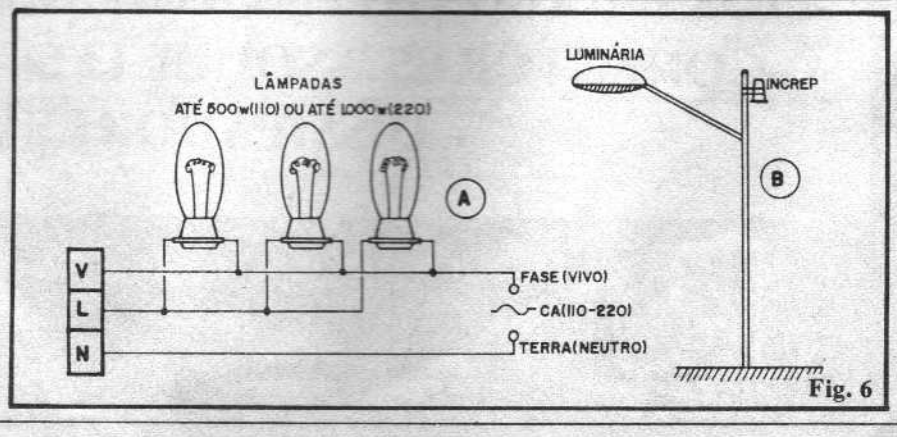
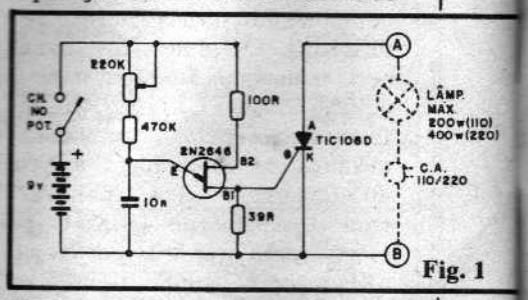
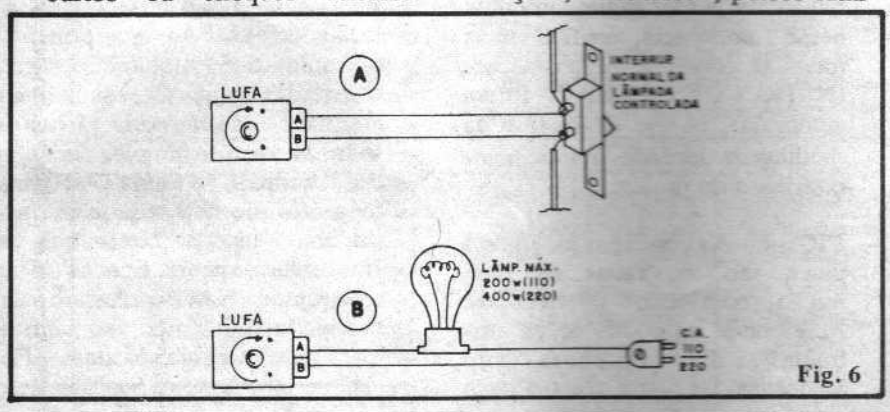

Fig. 6
Fig. 1
Fig. 6
A instalação elétrica é muito simples, esquematizada na fig. 6-A (e também no diagrama da fig. 1). Lembrar que, se a **soma** das wattagens das lâmpadas situar-se **dentro** dos limites indicados nas CARACTERÍSTICAS, nada impede (muito pelo contrário), que várias lâmpadas sejam simultaneamente controladas! Sob 220 V.C.A., por exemplo, nada menos que 10 lâmpadas de 100 watts cada, podem ser controladas, potência mais do que suficiente para iluminar grandes áreas externas, inclusive!
O ponto mais importante da instalação do INCREP é o posicionamento do próprio dispositivo, em relação às lâmpadas por ele controladas: conforme mostra a fig. 6-B (num exemplo típico de instalação externa) o elemento foto-sensor (LDR) deve ficar voltado para cima ("olhando" o céu...) e num ponto que **não receba** diretamente a luminosidade emitida pela lâmpada controlada (se isso acontecer, ocorrerão realimentações óticas que transformarão o INCREP num verdadeiro "pisca-pisca"...).
– **FIG. 1** – O "esqueminha" da LUFA mostra toda a simplicidade do arranjo circuital, que se vale de dois componentes de grande versatilidade: o transístor unijunção (TUJ) 2N2646 e o SCR (Retificador Controlado de Silício) TIC106D. O TUJ, com o auxílio dos resistores e capacitor, oscila numa frequência relativamente alta, cujo valor momentâneo pode ser ajustado através do potenciômetro de 220K, ao longo de faixa ampla. No terminal B1 (base 1) do 2N2646, essa oscilação proporciona a presença de uma série de pulsos positivos, rápidos e intensos, que são, por sua vez, usados no comando do terminal de **gate** (G) do SCR, determinando assim a "autorização" cíclica para que o transístor energize ou não a carga (lâmpada) ao longo da alternância normal da Corrente Alternada domiciliar... Uma parte do circuito funciona alimentada por baixa tensão (9VCC) fornecida por uma pequena bateria (o consumo é muito baixo, e assim a durabilidade da bateria será grande, mesmo sob uso intenso...). Já o ramo do circuito centrado no SCR, é energizado pela C.A. domiciliar (110 ou 220 volts, indiferentemente), podendo acionar uma ou mais lâmpadas comuns (incandescentes), nos limites de até 200 watts (em 110V) ou até 400 watts (em 220 volts). O "segredo" todo da atuação da LUFA está no fato que a oscilação natural do circuito encontra-se, normalmente, em frequência superior aos 60Hz da rede C.A. e em fase absolutamente aleatória em relação à apresentada pela rede. Com isso, dependendo do ajuste do potenciômetro, interessantes "trens" de luminosidade podem ser obtidos, numa enorme variedade e sensibilidade (basta um "toquinho" no ajuste para que o efeito mude completamente, numa profusão de situações, apenas obtidas em circuitos **muito** mais complexos e caros...)
– **FIG. 6** – Diagramas de instalação da LUFA. No primeiro exemplo (6-A) mostramos como o circuito pode ser usado para controlar uma lâmpada **já instalada**, através da simples conexão dos terminais da Saída (A-B) aos terminais do interruptor normal da dita lâmpada. Notar que os fios anteriormente ligados a tal interruptor NÃO precisam ser desligados. O único requisito é que, para o comando da LUFA
tornar-se efetivo, o interruptor deve ser mantido na sua posição "desligado". Além disso, a potência da lâmpada controlada deverá estar **dentro** dos limites previamente indicados (ver texto referente à FIG. 1). Se o Leitor preferir instalar a LUFA no controle de uma lâmpada "exclusiva", deverá fazê-lo conforme mostra a fig. 6-B. Observar ainda que, dentro dos limites de wattagem propostos, **mais de uma lâmpada** pode ser acionada, desde que sejam elas ligadas em paralelo e que a **soma** das suas potências seja inferior ou igual aos limites. Assim, em 110V, duas lâmpadas de 100W cada podem ser comandadas, ou, em 220V dez lâmpadas de 40W cada podem ser acopladas à LUFA (apenas exemplos, entre dezenas de outras possibilidades...). NÃO ESQUECER dos cuidados elementares com a segurança e a isolação, na instalação da LUFA, já que estará lidando com tensões e potências relativamente elevadas, onde qualquer descuido poderá gerar "curtos" ou "choques" danosos aos componentes e – o que é pior – à própria vida do operador! Assim, em qualquer caso (7-A, 7-B ou outros...) manter o conjunto desligado da C.A. até a sua conclusão. Especificamente no caso 7-A, a chave geral da "força" do local deverá estar obrigatoriamente DESLIGADA durante a instalação. Em funcionamento, NENHUMA parte do circuito pode ser tocada (embora nos orgulhemos de ter **muitos** Leitores, não queremos perder nenhum de Vocês, "torrado" ou eletrocutado...).